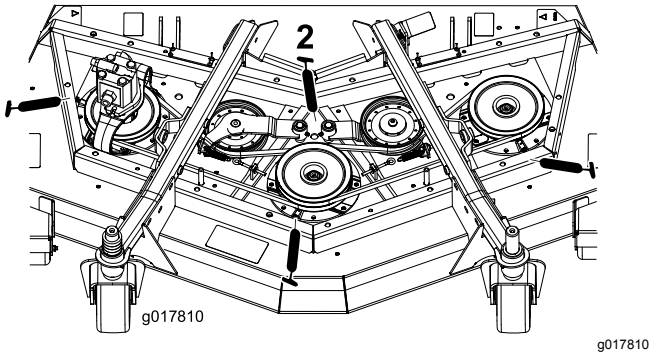

**Figuur 62**
- Lagers van as (3) (onder de poelie) (Figuur 62)
- Lagerbussen van draaipunt van arm van spanpoelie (2) (Figuur 62)